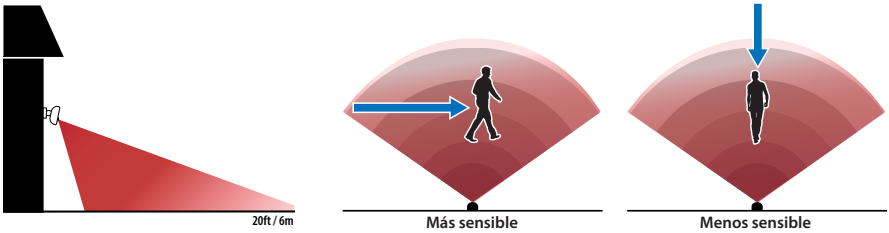

Figura 5
- Para tener una cobertura óptima, monte el reflector a aproximadamente 6,5 pies/2 m del suelo, apuntando levemente hacia abajo en un ángulo en el que el reflector tome el camino más probable de las visitas y los vehículos. La detección de movimiento es menos efectiva cuando el movimiento se realiza directamente hacia el reflector, o directamente en su dirección contraria (ver **Figura 5**).